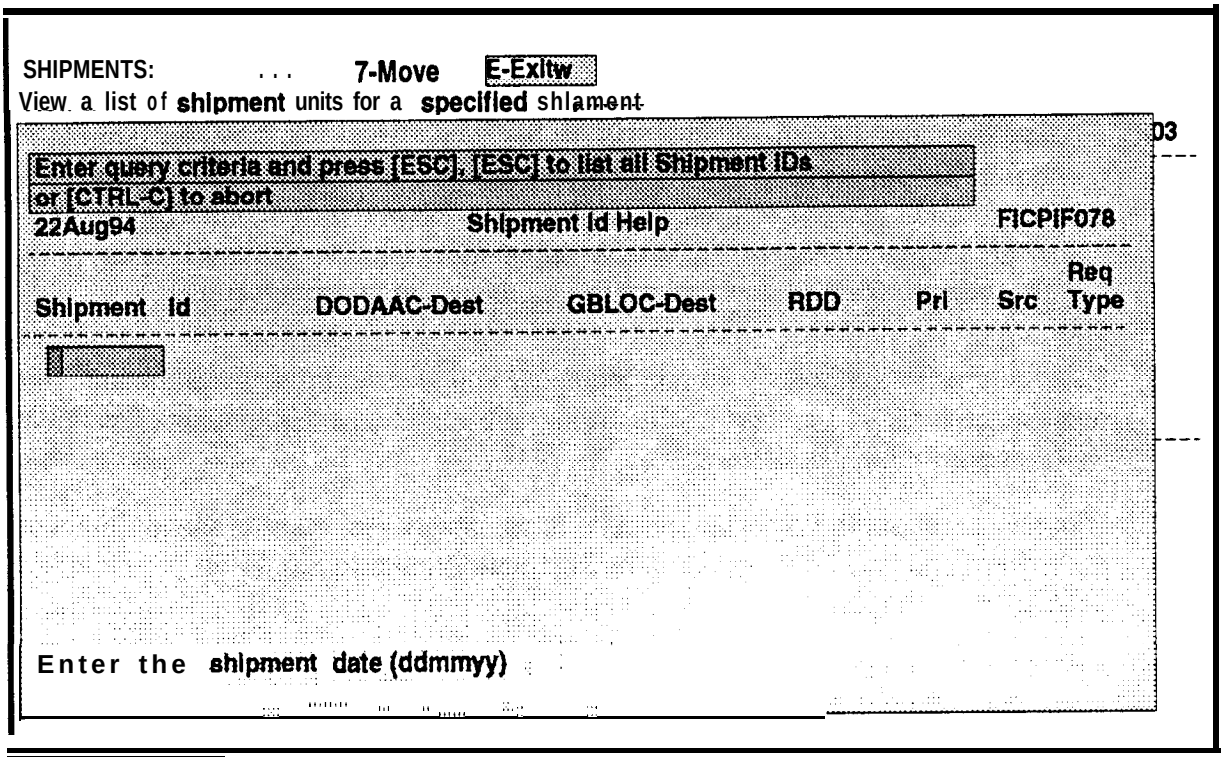

Figure 11-28. Shipment ID Help Window to View Shipments
d. Select **View** from the SHIPMENTS: ring menu. The Shipment ID Help window will be displayed as shown in Figure 11-28.